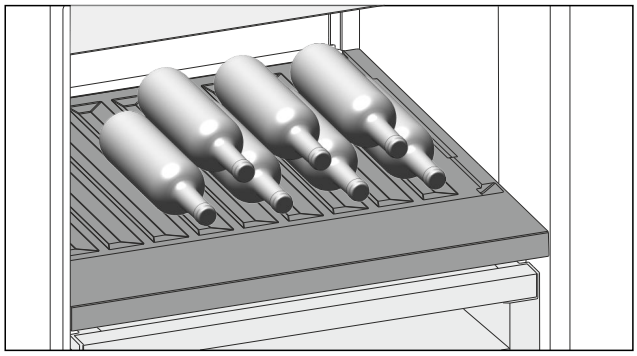

Fig. 187 Ilustratīvs attēlojums
▶ Ievietojiet pudeles ar dibeniem uz aizmuguri pret aizmugurējo sienu. (skat. Fig. 187)